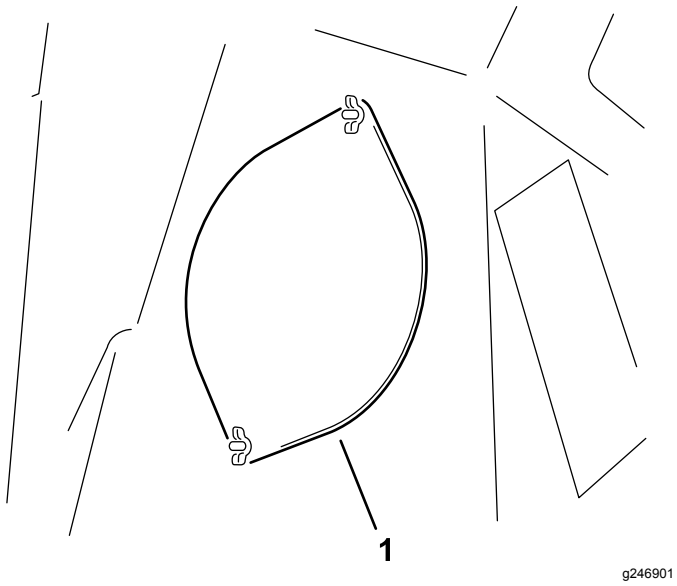

Figur 31
3. Lossa de två vingmuttrarna som fäster åtkomstluckan (Figur 31).